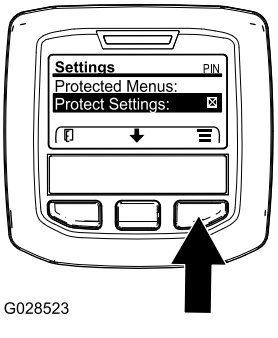

Рисунок 32
1. В Main Menu (Главном меню) с помощью средней кнопки прокрутите меню вниз к пункту Settings Menu (Настройки), и нажмите правую кнопку (Рисунок 32).